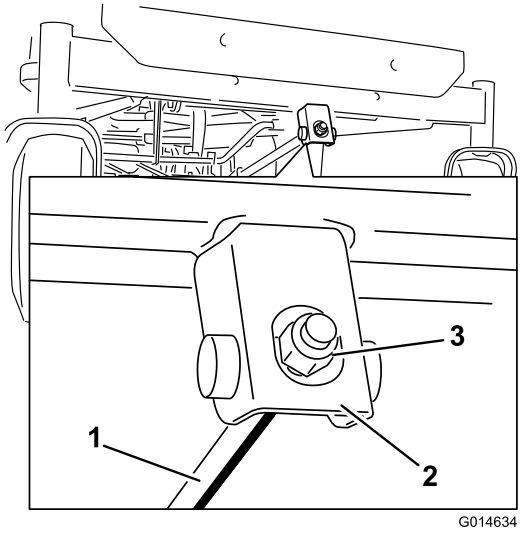

Figuur 65
6. Om de schuinstand in te stellen, moet u de stelmoer op de voorkant van het maaidek draaien (Figuur 65).